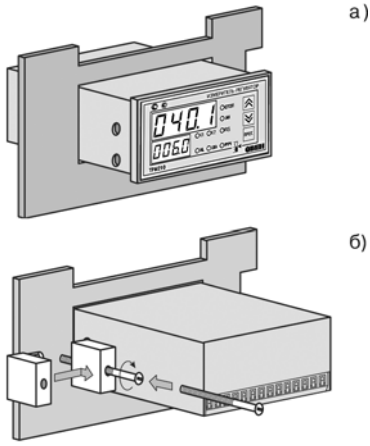

Рис. 16
1. Вставить прибор в специально подготовленное отверстие на лицевой панели щита (см. *прил.* А и **рис. 16, а**).
2. Вставить фиксаторы из комплекта поставки в отверстия на боковых стенках прибора (**рис. 16, б**).